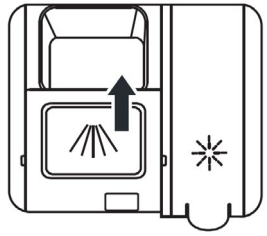

Fig. 8
3. Finally, close the flap by sliding it to the left (Fig. 8).